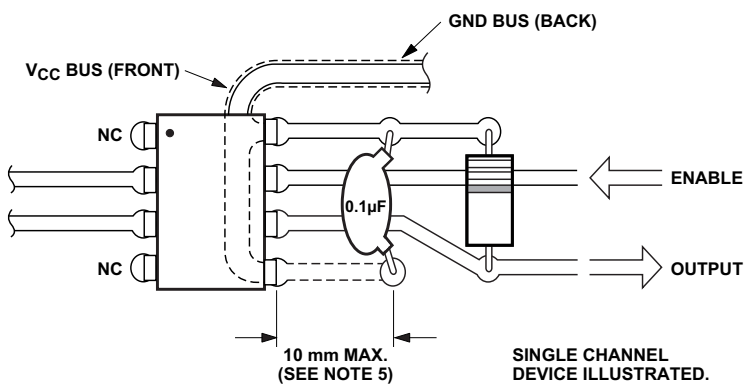

Figure 11. Recommended printed circuit board layout.
5. Bypassing of the power supply line is required, with a 0.1 µF ceramic disc capacitor adjacent to each optocoupler as illustrated in Figure 11. Total lead length between both ends of the capacitor and the isolator pins should not exceed 20 mm.